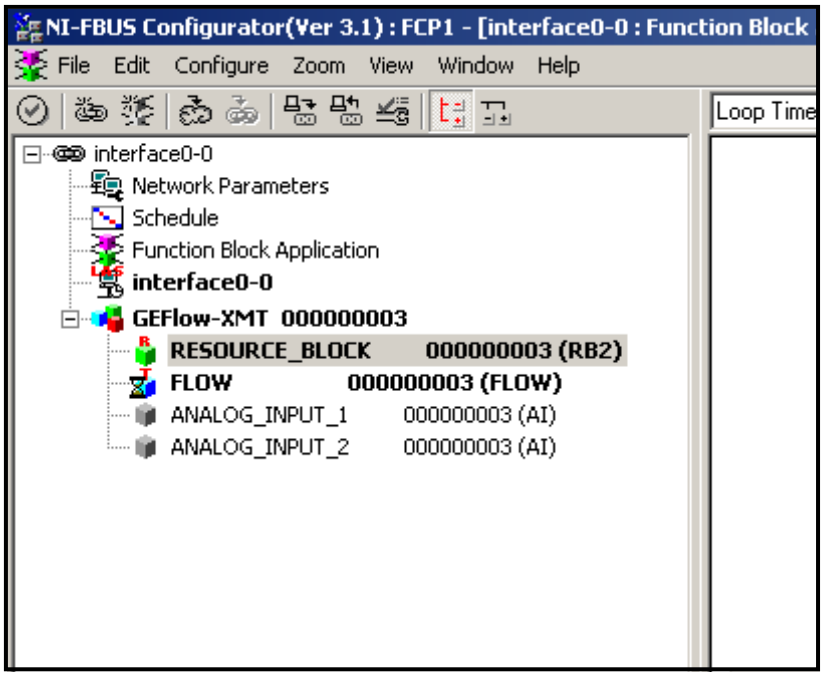

Figure 39: Configuration Utility Setup Example
Figure 39 shows the Configuration Utility with a flowmeter on the network (Panametrics Flow-XMT).
1. Double click on the AI block for which you wish to set the units (ANALOG_INPUT_1 or ANALOG_INPUT_2 in the tree under GEFlow-XMT; see *Figure 39 on page 98*).
1. Double click on the FLOW transducer block (in the tree under GEFlow-XMT; see *Figure 39 on page 98*).